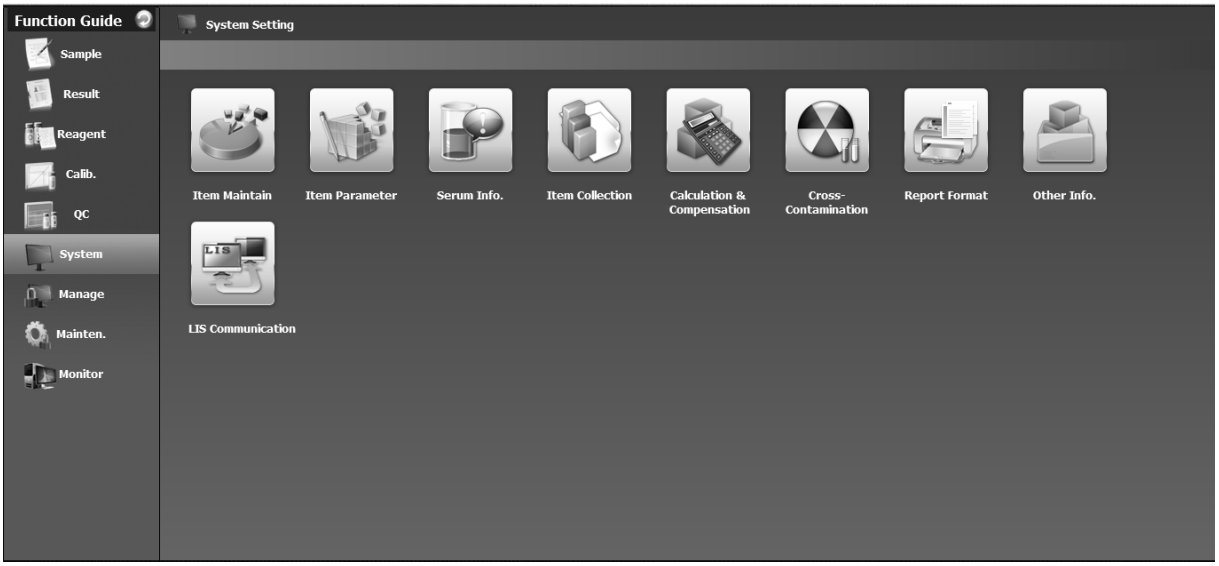

Figure 3-1-3
(3)Work area: Click corresponding keys to enter work area, when functional key is clicked, its border color will change. If the user click "System" under Function Guide, "System Setting" window will show as Figure 3-1-3.